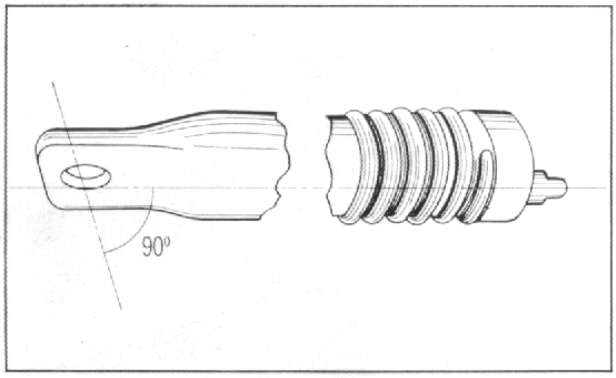

Fig. 69
(1) In assembling the front cushion, it must be so assembled that the lug on the upper holder be perpendicular to the flat part of the fork slide pipe. (Fig. 69)
(2) Apply grease inside the cuhsion housing spring, dust seal, upper and under holders.
(3) When replacing the spring with a new one, grease should be applied on the new parts as above.
(4) In assembling the spring to the upper holder, vinyl tape wounded around the holder apt to result in damage, rewind it with new tape if required.